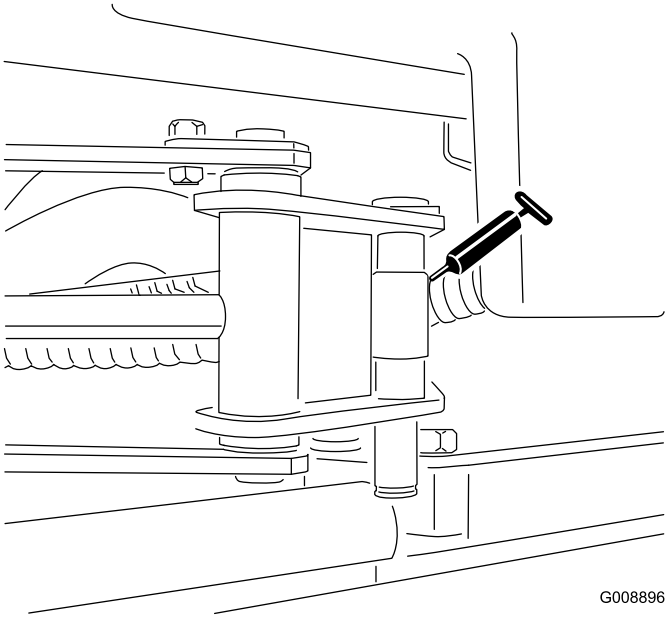

**Figur 32**
- Sidspolens cylinderändar (2) (Figur 32)